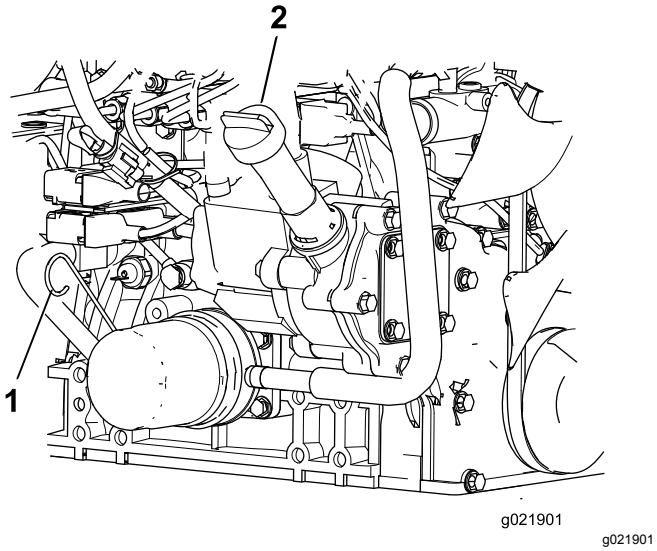

Figur 74
3. Fjern målepinden, tør den af, sæt den ind i røret, og træk den ud igen. Oliestanden bør være mellem FULL- og ADD-mærket (Figur 74).
4. Hvis olieniveauet er lavt, skal du fjerne dækslet og tilføje olie, indtil det er mellem FULL- og ADD-mærket (Figur 74).